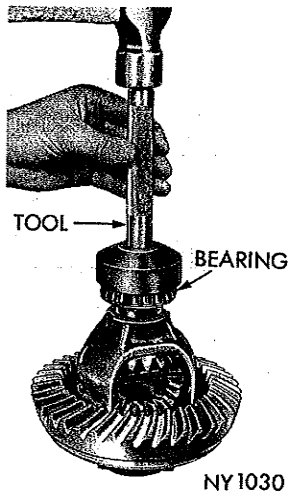

***Fig. 16—Installing Differential Bearing Cone***
(4) Install differential pinion shaft with care not to damage thrust washers. Hole in pinion shaft must align with lock pin hole in differential case.
(5) Install lock pin in differential case from drive gear tooth side.
(6) Position drive gear on differential case to separate the prints of maximum runout 180° apart and start all bolts through case into drive gear. Finger tighten. (LEFT HAND THREAD.)
(7) Tap drive gear against differential case flange with non-metallic mallet. Tighten bolts to 55 foot-pounds.
(8) Install differential bearing cones with Tool C-3716 (Fig. 16).